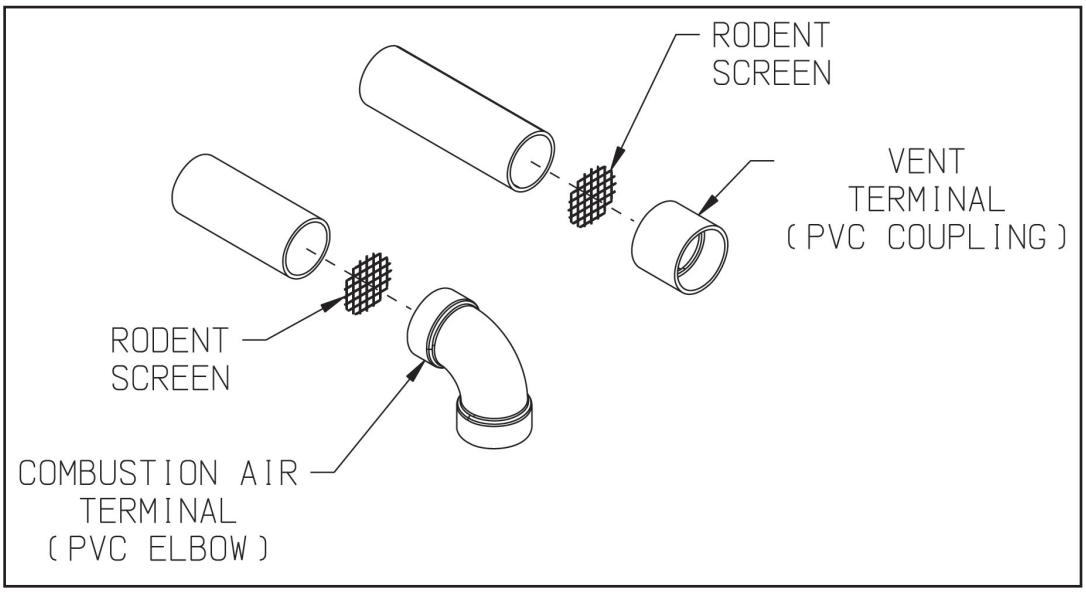

Figure 7.28: Installation of Standard Horizontal Terminals
a. See Figure 7.28 for proper orientation of twin pipe horizontal terminals. Outer edge of both terminals must be within 10” from wall surface. (Figure 7.6)